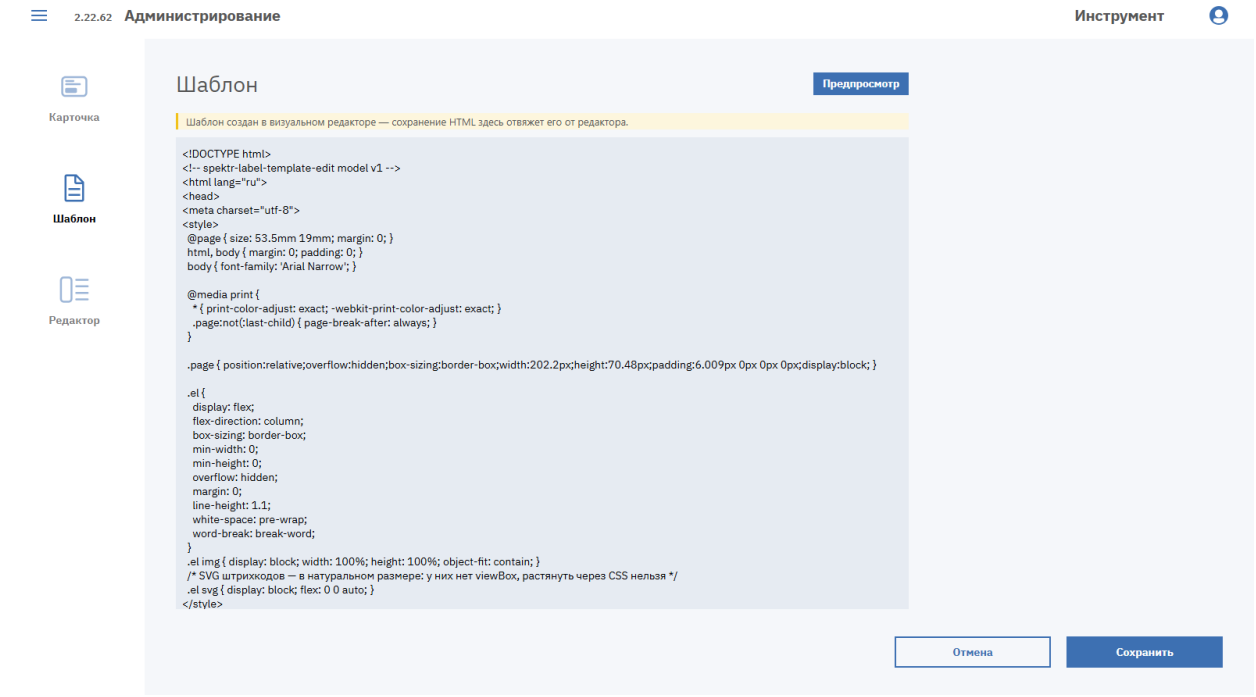

Рисунок 31. Вкладка «Шаблон» карточки шаблона ШК
5. Введите текст шаблона в формате HTML (см. Рисунок 31). Для предварительного просмотра нажмите кнопку «Предпросмотр» над полем.